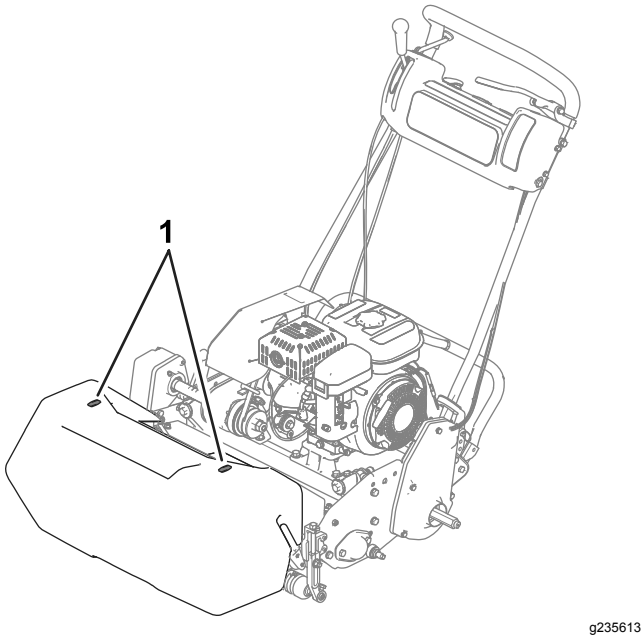

Figur 22
- Använd inriktningsränderna på korgen som hjälp för att klippa i en rak linje tvärsöver greenen och hålla maskinen på samma avstånd från kanten på föregående klippning (Figur 22).